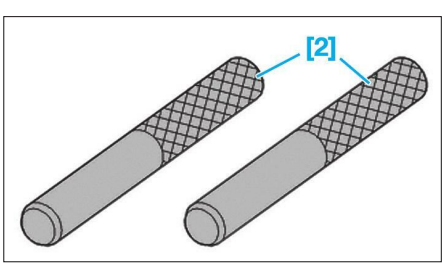

**Fig. 67**
- [2] Pige d'assemble de porte-arbres à cames (réf. 0194–N) **(Fig.67)**.